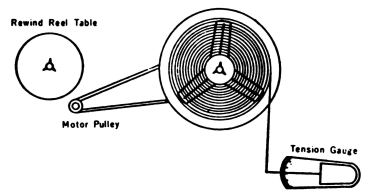

Fig. 9
3. TAKEUP AND REWIND TORQUE MEASUREMENTS (Refer to Fig. 9)